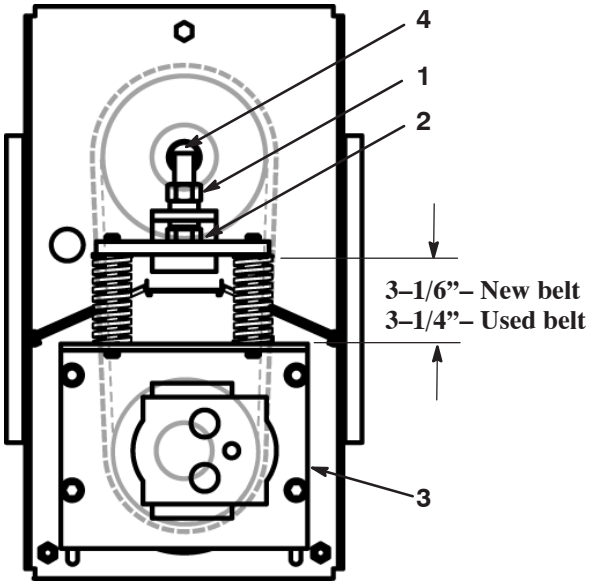
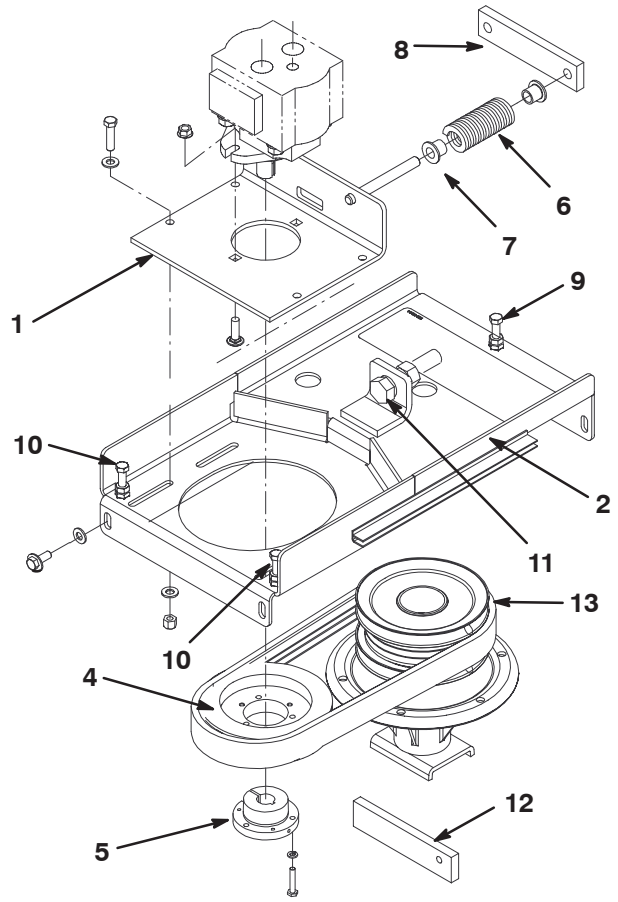

Figure 66
Figure 68
3. Loosen jam nut and relieve tension on springs with tensioner bolt (Fig. 66).
4. Loosen (4) capscrews securing slide plate to motor mount (Fig. 66).
5. Tighten tensioner bolt until springs are compressed to dimension shown in figure 66.
6. Tighten jam nut securing adjustment (Fig. 66).
7. Tighten (4) capscrews securing slide plate to motor mount (Fig. 66).
2. Loosen jam nut and relieve tension on springs with tensioner bolt (Fig. 68).
4. Thread the nut onto the adjusting screw and thread the screw into the rear of the motor mount (Fig. 68).
5. Loosen the (4) capscrews securing the slide plate to the motor mount (Fig. 68).
6. Remove the (4) flangehead capscrews and washers securing the motor mount to the deck (Fig. 68).
8. Position motor mount onto deck while routing belt around drive pulley (Fig. 68). Be careful not to bend, twist, kink or damage flexible hydraulic lines.
9. Loosely secure motor mount to deck with the (4) flangehead capscrews and washers previously removed.
10. Check the drive pulley (Fig. 68) height as follows:
- Slide the height gauge (Fig. 68) under drive pulley (not under taper lock bushing).
- Equally tighten or loosen (3) adjusting screws (Fig. 68) until bottom of pulley rests flush on height gauge (approximately 1–1/2”).
- Tighten the (4) flangehead capscrews and washers securing motor mount to deck.
11. Tighten tensioner bolt until springs are compressed to dimension shown in figure 66.
12. Tighten jam nut securing adjustment (Fig. 66).
13. Tighten (4) capscrews securing slide plate to motor mount (Fig. 66).
4. Loosen (4) capscrews securing slide plate to motor mount (Fig. 68).
5. Remove (4) capscrews securing motor mount to deck (Fig. 68).